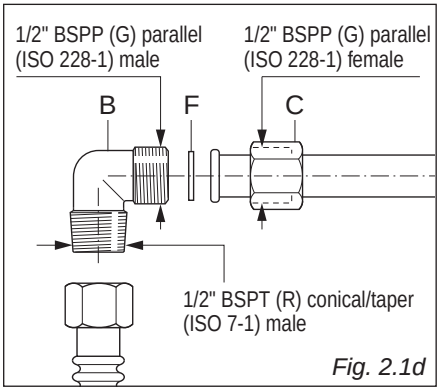

Fig. 2.1d
The fitting (fig. 2.1d) is made up of:
– The gas inlet union can be turned in the direction required after the elbow fitting "**B**" and nut "**C**" connection (figure 2.1d) has been slackened (fig. 2.1e).
– The gasket (sealing washer) "**F**" (fig. 2.1d) guarantees the seal of the gas connection. It is recommended that it be replaced whenever it shows even the slightest deformation or imperfection.